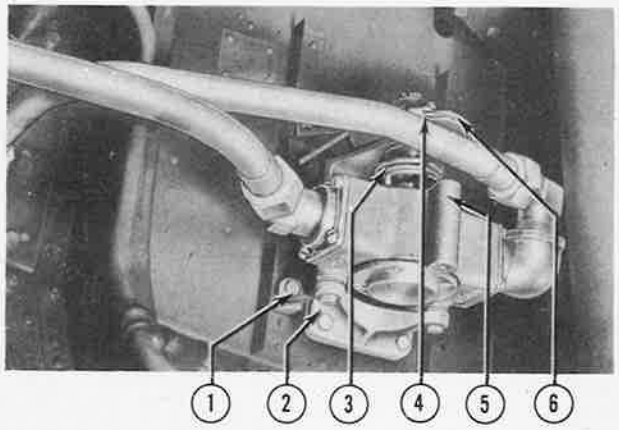

Figure 302—Cross-Feed Valve Installed
1. Disconnect the inlet and outlet lines. (See figure 302.)
6. Disconnect the inlet and outlet lines from the cross-feed valve. (See figure 302.)
7. Remove the four bolts (1, figure 302) which hold the cross-feed valve support assembly to the nacelle wall.
(b) If any other parts are faulty, the complete cross-feed valve (figure 302) should be replaced.